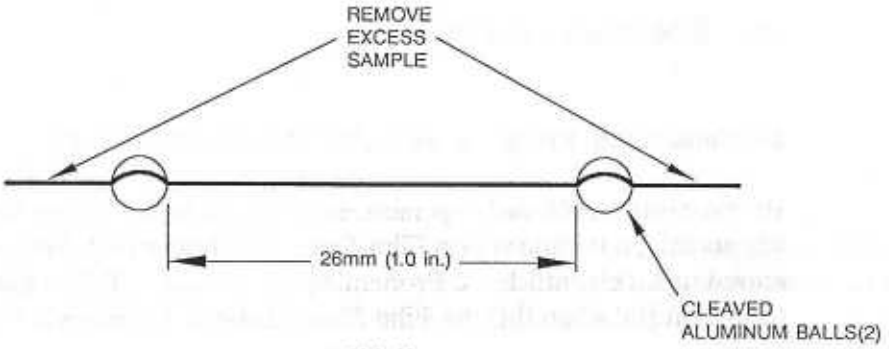

Bild 49
3. Legen Sie die Probe über die beiden Kugeln, und drücken Sie die Faser in die Schlitze beider Kugeln hinein (s. Abb. 49).